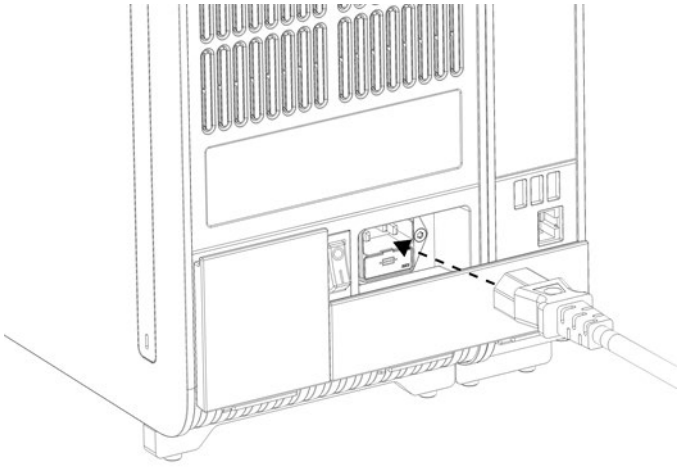

Figur 10. Koble til strømledningen.
7. Koble strømledningen som ble levert med QIAstat-Dx Analyzer 2.0 til baksiden av den analytiske modulen (figur 10).